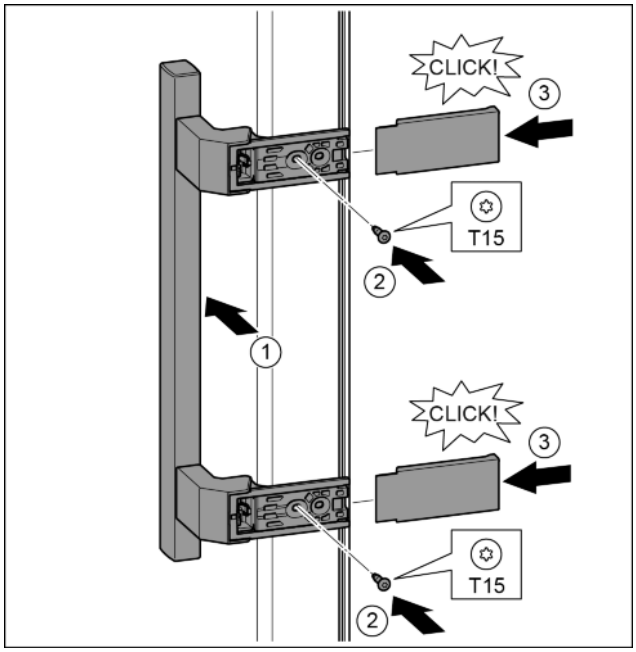

Fig. 20
- ▶ Poser la poignée sur le côté opposé. *Fig. 20 (1)*
- ▶ Serrer les vis avec un tournevis T15. *Fig. 20 (2)*
- ▶ Mettre en place les caches latéralement et les enfiler. *Fig. 20 (3)*